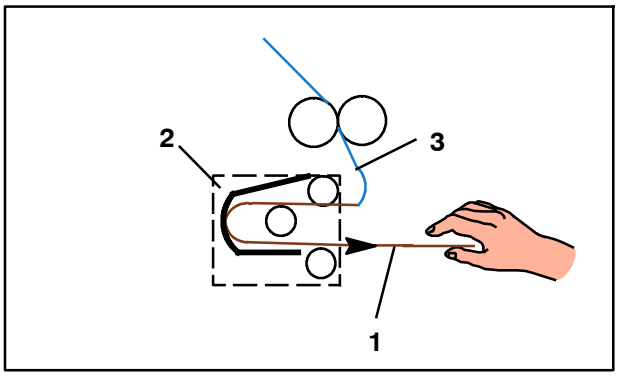

Fig. 53 Unité danseur côté dérouleur, représentation schématique
6. Coller le début de la bande (Fig. 53/3) à la barrette en plastique (Fig. 53/1) avec du ruban adhésif
7. Retirer avec précaution la barrette en plastique (Fig. 53/1) jusqu'à ce que la bande passe dans l'unité danseur (Fig. 53/2) et en sorte